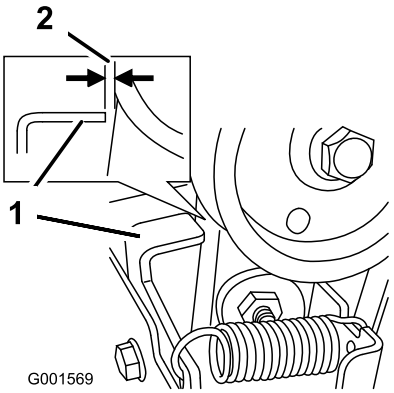

Figur 47
3. Når spiralbladets/viftehjulets spak er deaktivert, påse at mellomrommet mellom spiralbladclutchen og tappen er 1,5 mm (Figur 47).